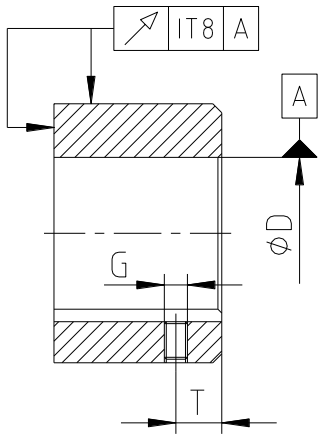

Bild 18: Rund- und Planlaufgenauigkeit
- Bei Herstellung der Nabenbohrung durch den Kunden ist die Rund- bzw. Planlaufgenauigkeit (siehe Bild 18) einzuhalten.